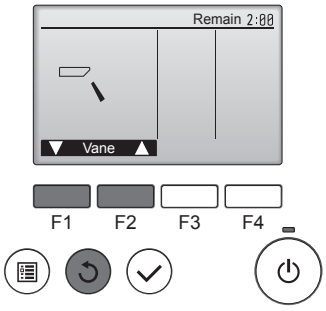

Fig. 8-4
② Pulse el botón [ACEPTAR] para visualizar la pantalla de funcionamiento Deflector, y luego pulse los botones [F1] y [F2] para comprobar el sistema automático de desviación del aire. (Fig. 8-4)